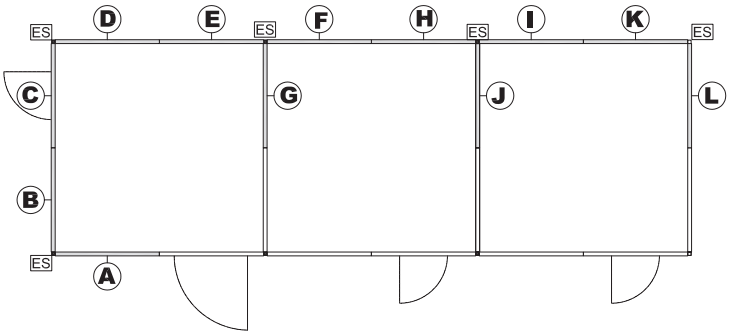

Fig. 32 Secuencia de instalación
Realice la fijación del elemento esquinero a los paneles paso y (K) paso (L) según lo indica la gráfica fig. 32 - 34.